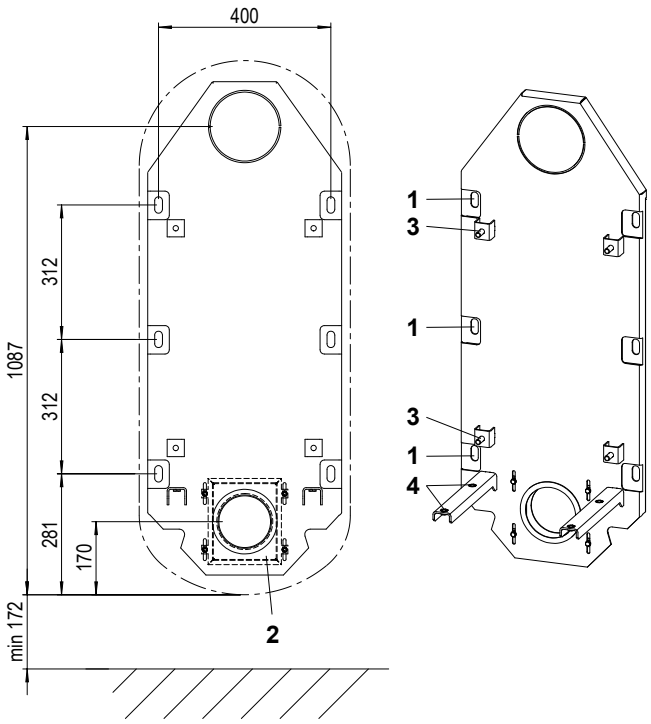

Fig. 5 Wandhalterung
- Die Wandhalterung wird am Kaminofen montiert mitgeliefert. Zur Montage an die Wand die Wandhalterung vom Gerät demontieren. Dazu die 4 Befestigungsmuttern M12 lösen und die Wandhalterung nach hinten aus dem Gerät herausziehen (siehe Fig. 5).
- Wandhalterung als Schablone an der gewünschten Position an der Wand mit Wasserwaage ausrichten, anhalten und die 6 Befestigungsöcher anzeichnen (siehe Fig. 5).
- Das Gerät kann bei Bedarf mit den Einstellschrauben in den Kufen (Fig.5) ausgerichtet werden.